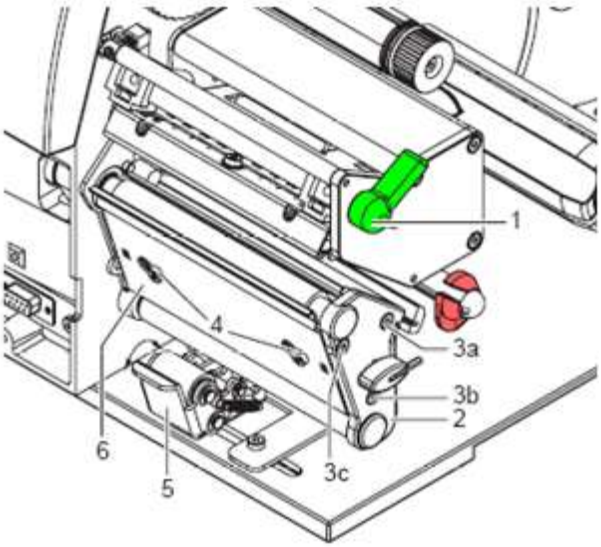

Figure 24
1. Retirer le rouleau de pression (7) et le rouleau de distributeur (8) des axes (9, 10) au boîtier.
3. Positionner le rouleau de pression (7) et le rouleau de distributeur (8) sur l'axe correspondant et tourner légèrement jusqu'à hexagone de l'axe saisi dans l'hexagone intérieur de rouleau.
4. Placer la plaque (2, Figure 24) et serrer les vis (3a, b, c, Figure 24) dans l'ordre a-b-c.
5. Placer le bord de distributeur (6, Figure 24) et serrer les vis (4, Figure 24) avec la clé à six pans.